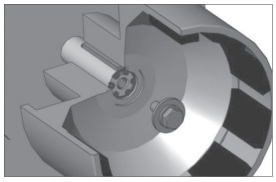

Figure 6 - IEC Drive
Metric Motors: Secure the drive to the motor shaft using bolt, lock washer and flat washer (items 18, 19, 20). Thread the bolt into the end of the motor shaft (while holding the outer drive to prevent it from turning). See figure 6.